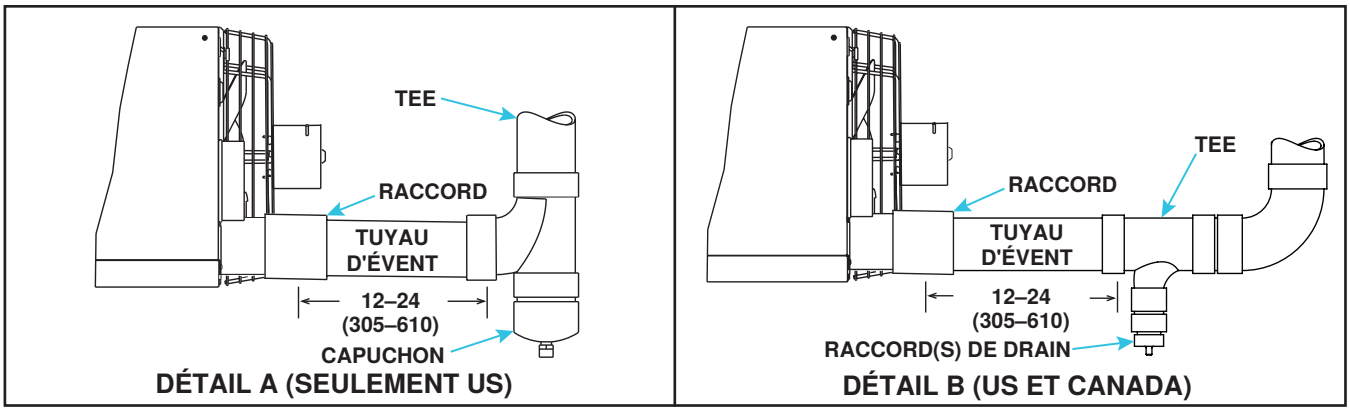

**Figure 20. Installation du drain de condensat dans l'évent vertical (tailles d'unité 130–310)**
2. Pour évent vertical, installez le drain de condensat d'évent sur les tailles d'unité 130–310 (voir **Figure 20**) :
c. Pour les installations aux US uniquement (voir **Figure 20**, DÉTAIL A) :
(1) Raccordez le tee en PVC 4 × 4 × 4 fourni sur place au tuyau d'évent.
(2) Connectez le capuchon en PVC inclus dans l'option CC2 au tee. Le capuchon est percé et taraudé pour une connexion de vidange NPT de 1/2 pouce.
(3) Raccordez le drain de condensat fourni sur place au capuchon.
d. Pour les installations US ou Canadiennes (voir **Figure 20**, DÉTAIL B) :
(1) Raccordez le tee en PVC fourni sur place au tuyau d'évent.
(2) Connectez le(s) raccord(s) fourni(s) sur site au tee selon les besoins pour une conduite de vidange de condensat de 1/2 pouce ou plus.